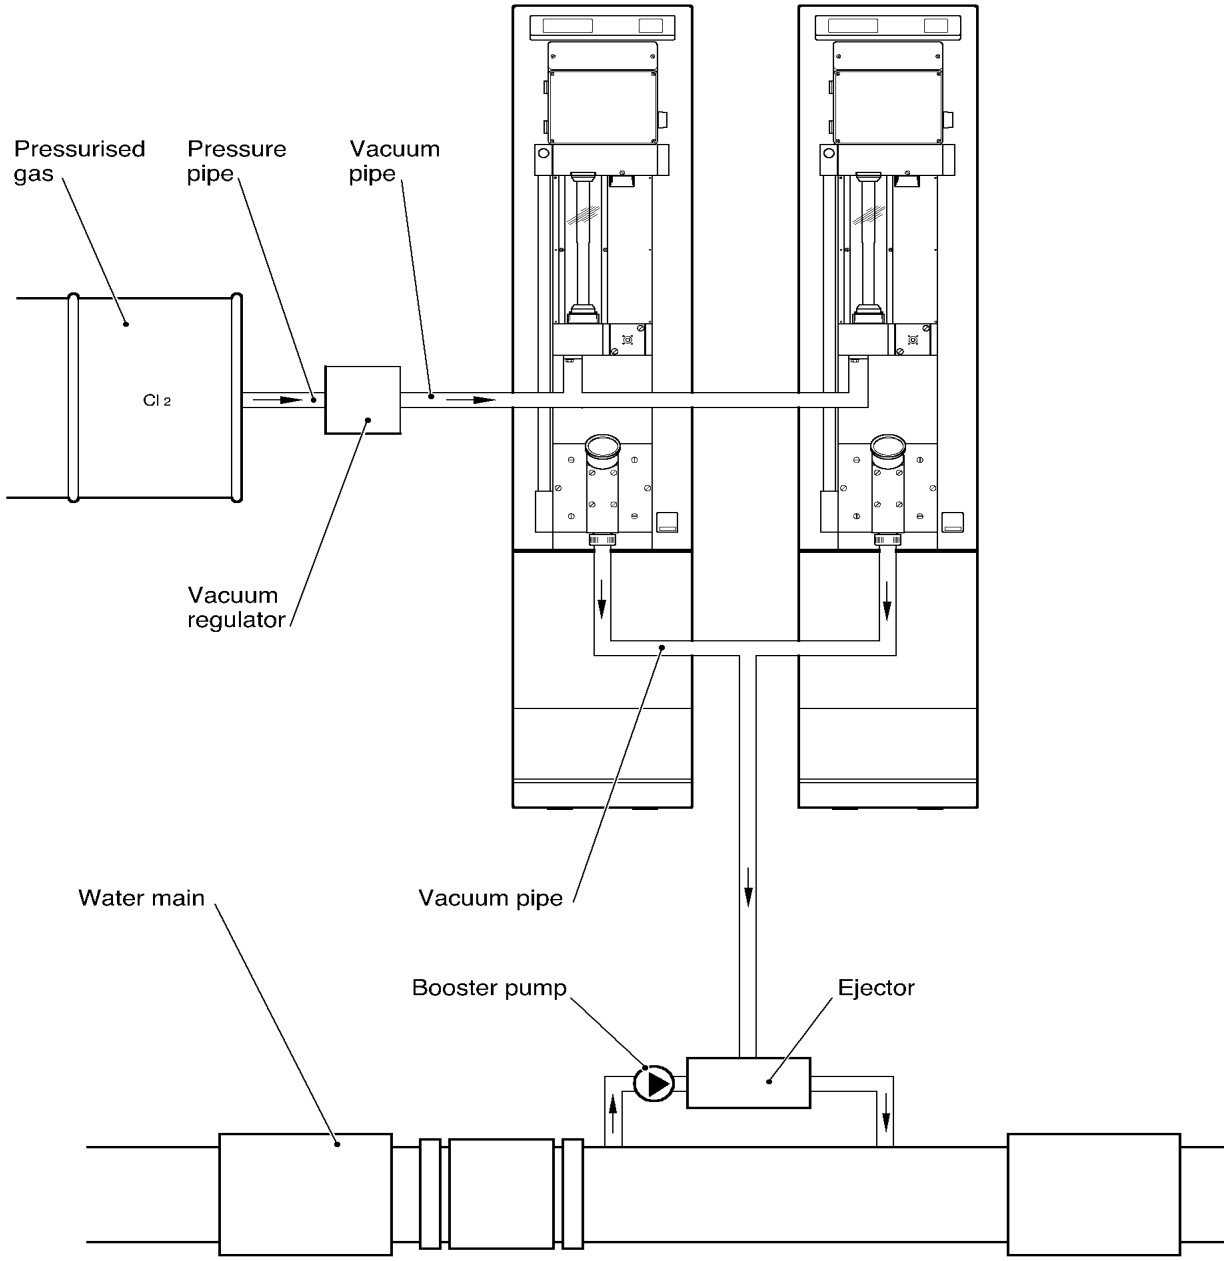

Fig. 1-2 Thames 60 Dosing Unit Basic System Configuration
3. PRINCIPLE OF OPERATION (Fig. 1-2)